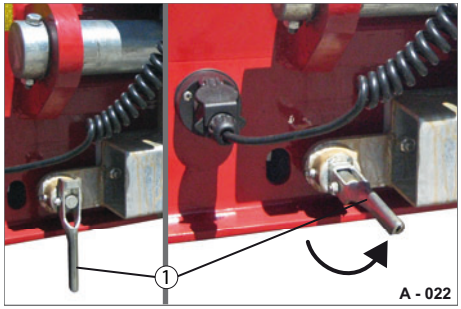

Abb. 22 Auffahrrampe entriegeln
▶ Öffnen Sie den Federriegel (Abb. 22/1).
- ▶ Lassen Sie den Federriegel bei mechanischen Auffahrrampen geöffnet (siehe Abb. 22).